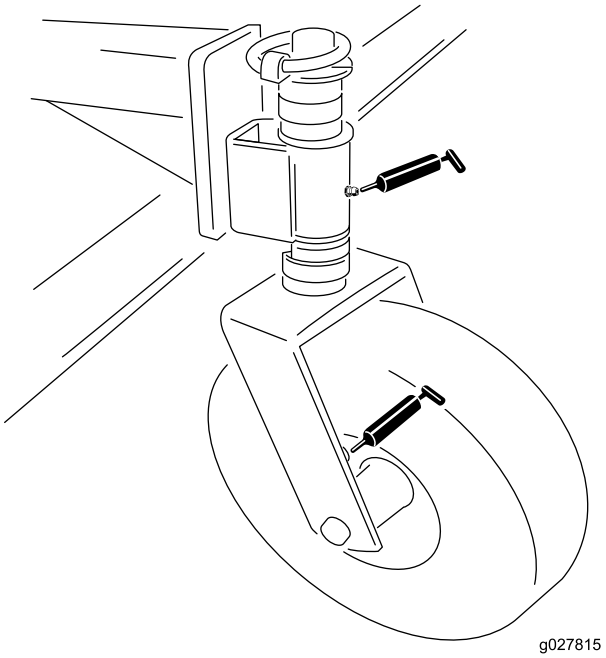

Figure 7
- Roue pivotante (2 chacune) (Figure 7)